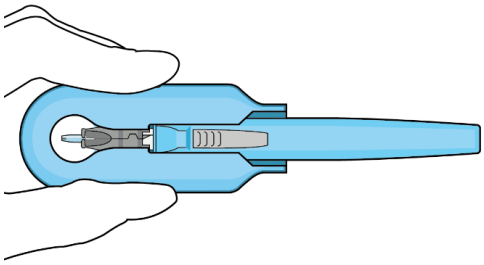

Figure 27
- Push the handle forward as far as it will go into the gripper tips (Figure 27).